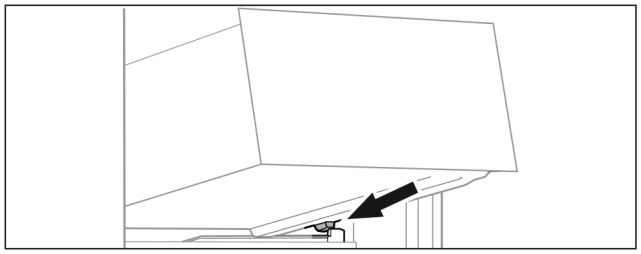

Fig. 167
▶ 将抽屉斜放在容器肋梁上的止动器后面。〔参见 Fig. 167〕